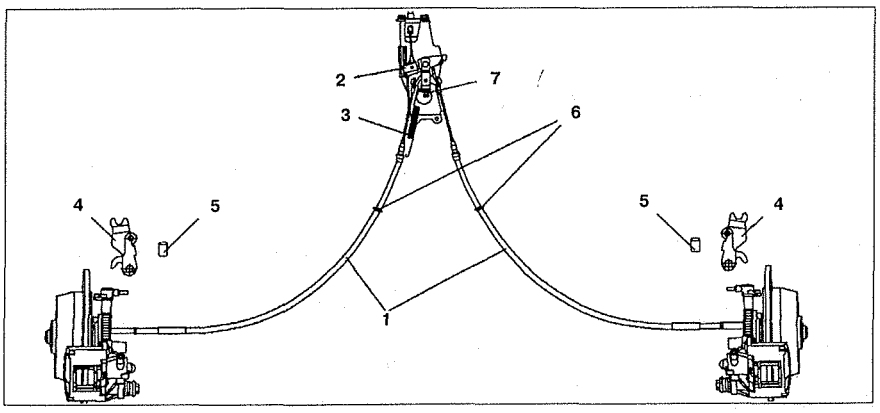

Рис. 9.15. Задние тросы привода стояночной тормозной системы:
3. Ослабьте задние тросы **1** регулировочным болтом **1** (см.рис.9.15).